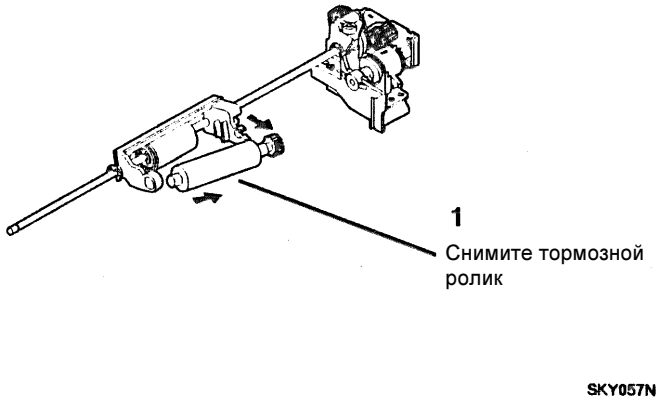

Рисунок 4. Снятие тормозного ролика
5. (Рисунок 4): Снимите тормозной ролик